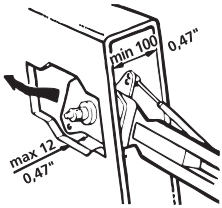

Fig. 11
- Ta bort spaken och dra ut mekanismen genom hålet. (Fig. 11)